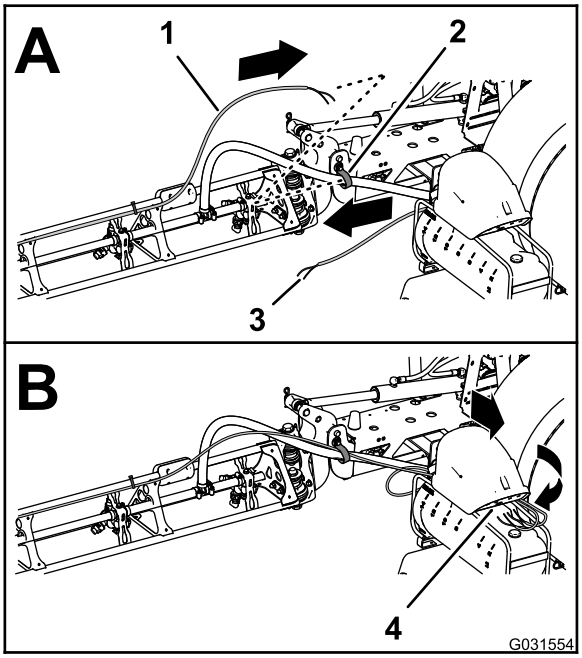

Figur 212
1. Før slangene for skumdysene på venstre og høyre bomseksjon innover og gjennom R-klemmen nær omdreiningspunktet for bomseksjonen (Figur 212).
2. Før rørene frem langs innsiden av kompressoren for tanken (Figur 212).